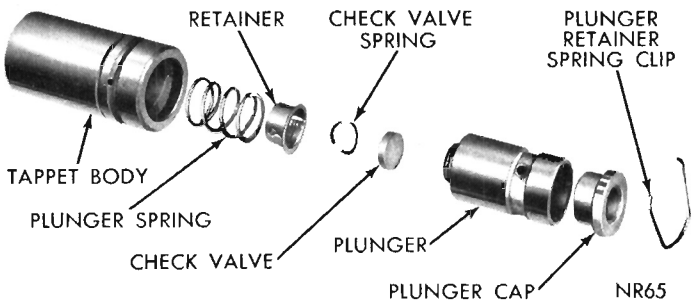

Fig. 21—Hydraulic Tappet Assembly (Disassembled View)
Disassembly (Fig. 21)
(1) Clean all tappet parts in a solvent that will remove all varnish and carbon.
(2) Replace tappets that are unfit for further service with new assemblies.
(3) If plunger shows signs of scoring or wear and valve is pitted, or if valve seat on end of plunger indicates any condition that would prevent valve from seating, install a new tappet assembly.
(4) Assemble tappets (Fig. 21).